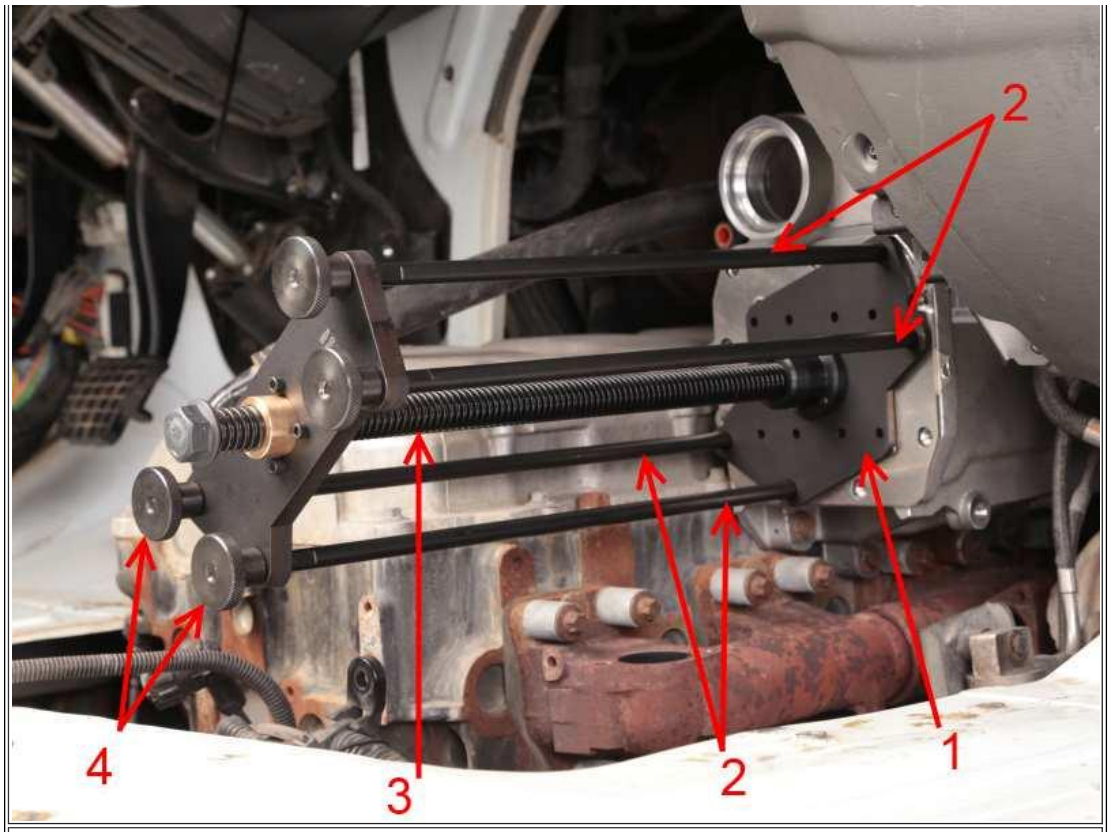

Figure 2: HT Core Removal Tool
a. Screw in the support rods in the two upper right, and lower, bottom left corner, holes (**Figure 2**, Item 2). **Tighten using a 9mm open-end wrench**.
c. Attach/tighten the thumb screws (**Figure 2**, Item 4).